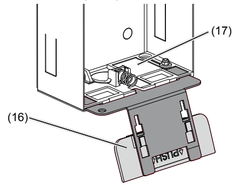

Bild 5: eingestecktes Öffnungswerkzeug
(15) Auflagewinkel der Befestigungselemente
- Öffnungswerkzeug (16) in die Aufnahme des unteren Befestigungselementes (17) am Gehäuse stecken (Bild 5).
(16) Öffnungswerkzeug
(17) Befestigungselement
- Die Schlaufen des Sicherungsseils (17) am linken oberen Einhänger der Türstation und am oberen Befestigungselement (16) im Gehäuse einhängen. Die Türstation zur Installation auf das Öffnungswerkzeug stellen (Bild 5).